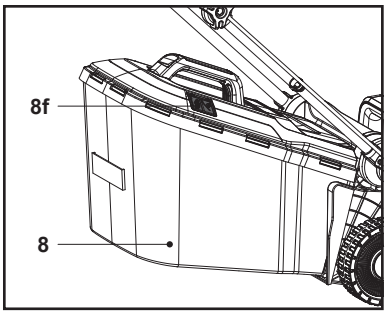

Fig. 11
2. When the hatch (8f) is closed, the grass catcher (8) is full and must be emptied (Fig. 11).